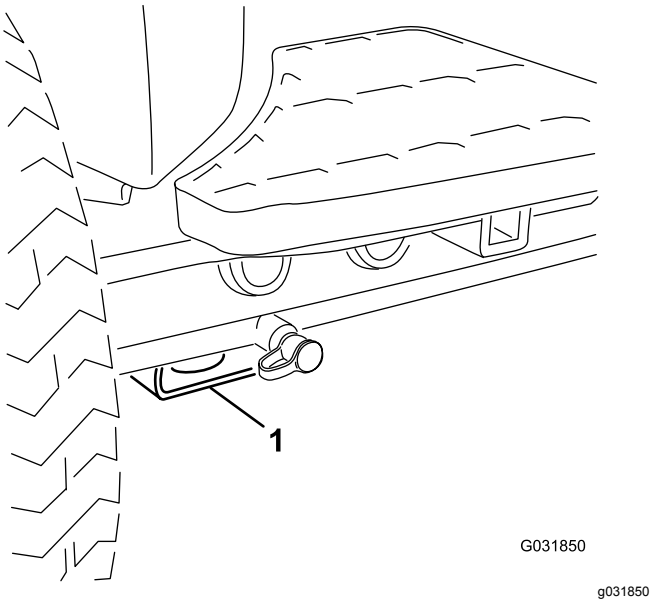

**Figur 72**
- For – rektangulær plade, under akselrøret, indvendigt i forhold til hvert fordæk (Figur 72).